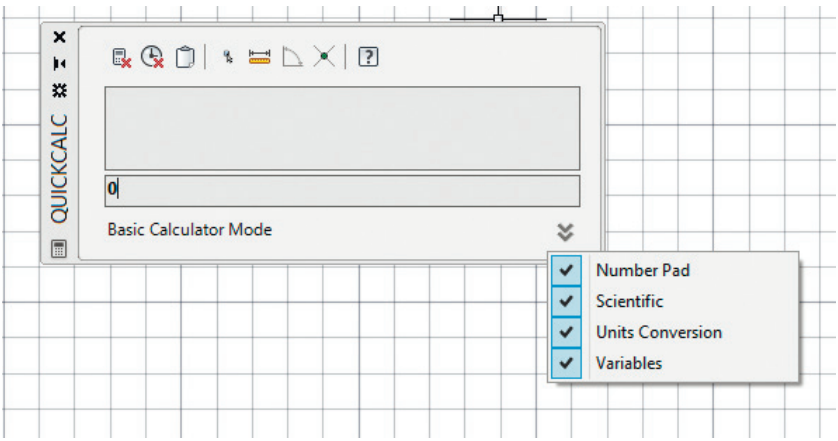

Рис. 13.5. Контекстное меню кнопки More/Less калькулятора
- Кнопка **More/Less** – скрывает или отображает все области функций калькулятора. Это же действие можно выполнить с помощью контекстного меню, нажав правую кнопку мыши (рис. 13.5):